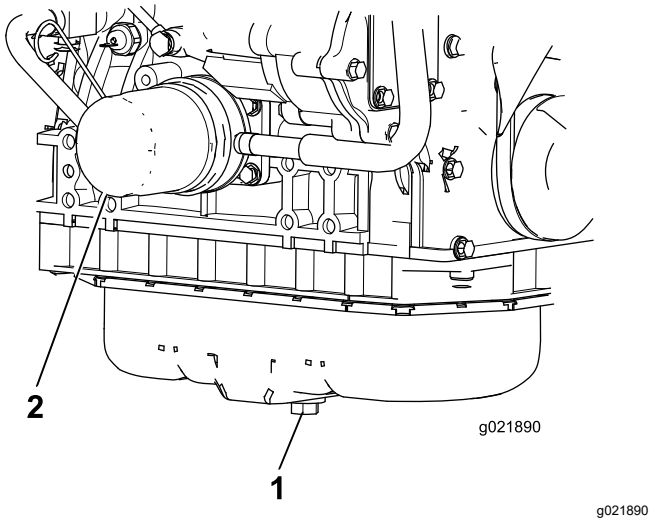

Figuur 84
1. Verwijder de aftapplug en laat de olie in een opvangbak lopen (Figuur 84).
3. Verwijder het oliefilter (Figuur 84).